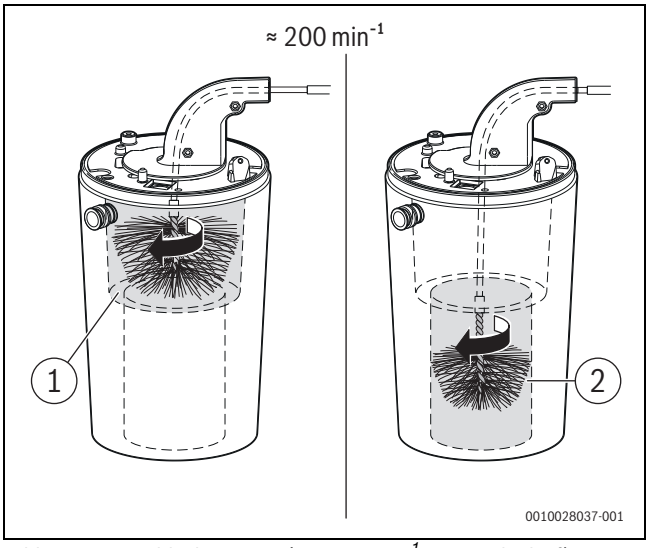

Bild 72 Wärmeblock reinigen (ca. 200 min^{-1}, nur Rechtslauf)
▶ Mit kleiner Bürste für den unteren Bereich wiederholen (→ Bild 72, [2]).